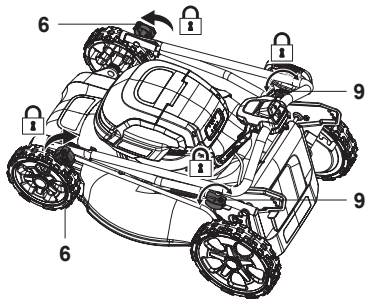

Fig. 26
8. Pour gagner de la place, il est également possible de replier le guidon supérieur. Fixer les raccords (6, 9) et s'assurer que la goupille de tension automatique (9a) passe à travers le trou de stationnement (10b) du support de guidon (10) afin d'éviter toute dispersion avant le rangement à la verticale (Fig. 26).